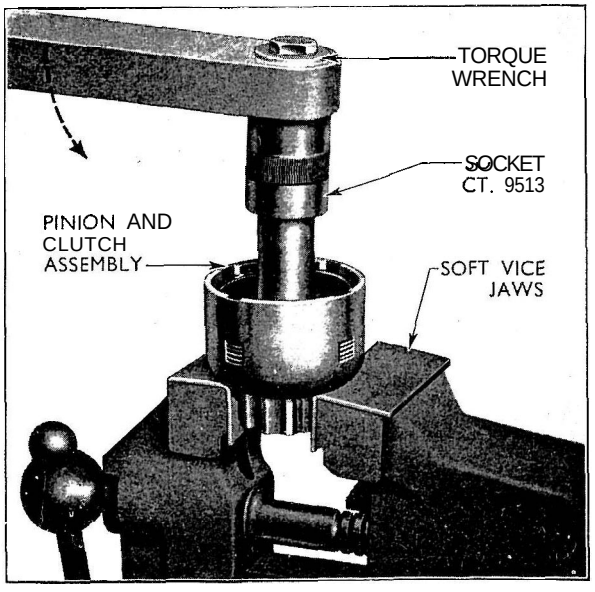

Fig. 3 Checking Slip Torque
6. Using the special socket (Tool No. CT.9513) and a suitable torque wrench apply an anti-clockwise torque to the central sleeve of the assembly. (See Fig. 3.). The clutch should not slip until the torque applied is between 65 and 80 lbs. ft. (8.983 to 11.056 kg.m.).